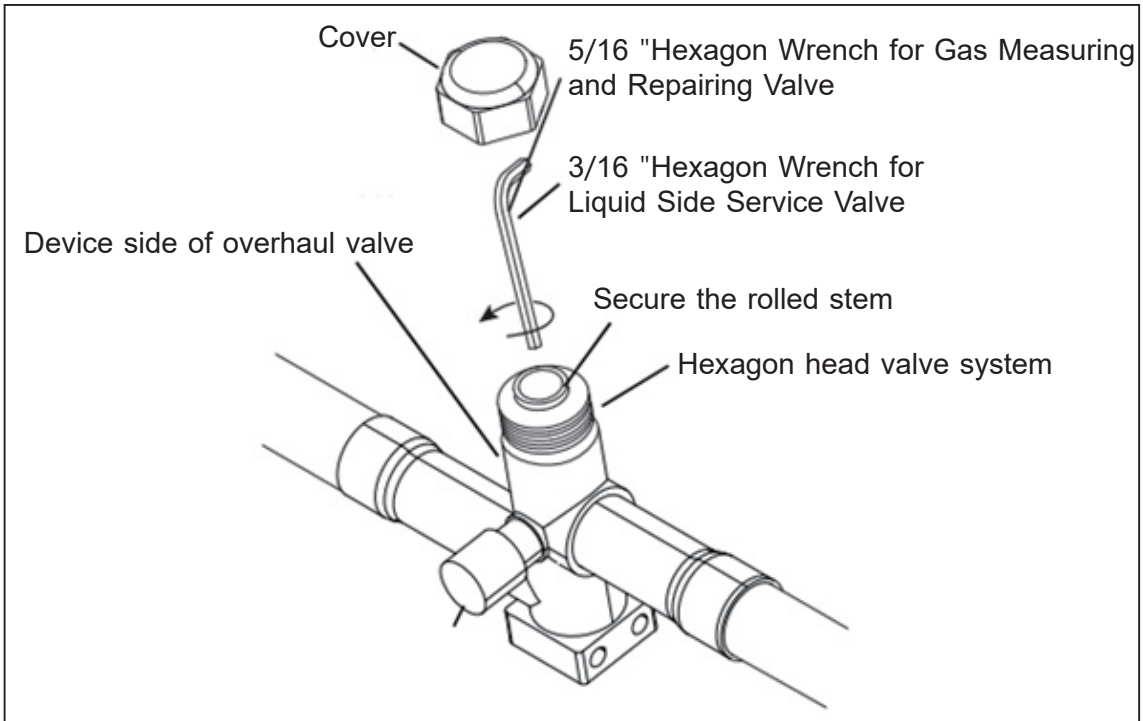

Figure 11.1
1. Remove the valve cover (Figure 11.1).